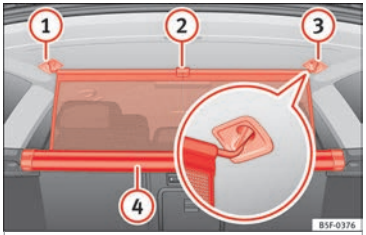

Fig. 166 En el maletero: enganchar la red de separación.
- Tire hacia arriba de la lengüeta ››› **fig. 166** (2) para sacar la red de la carcasa (4).
- Enganche la red de separación en el lado derecho (3) (imagen ampliada).
- Enganche la red de separación en el alojamiento del lado izquierdo (1) estirando la barra.